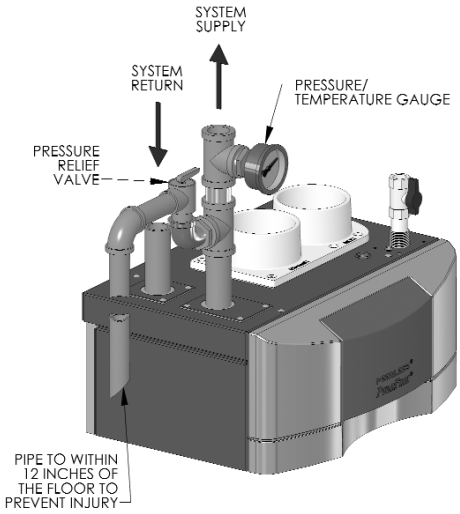

Figure 4.2: Relief Valve Installation – PF-50, PF-80, PF-110 & PF-140
1. *Pressure/Temperature Gauge*: A combination pressure/temperature gauge is provided with each *PureFire*® boiler to be mounted in the piping from the boiler supply to the system as shown in Figure 4.2. Most local codes require this gauge.
The valve is to be installed as shown in Figures 4.2 or 4.3. Pipe the discharge of the relief valve to within 12" of the floor and close to a floor drain.